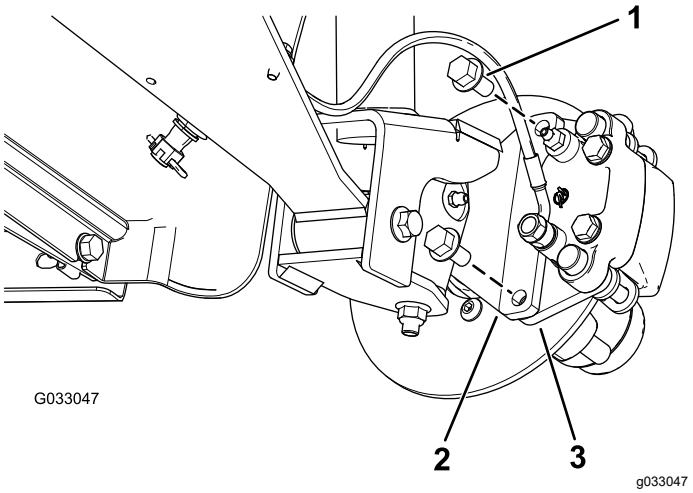
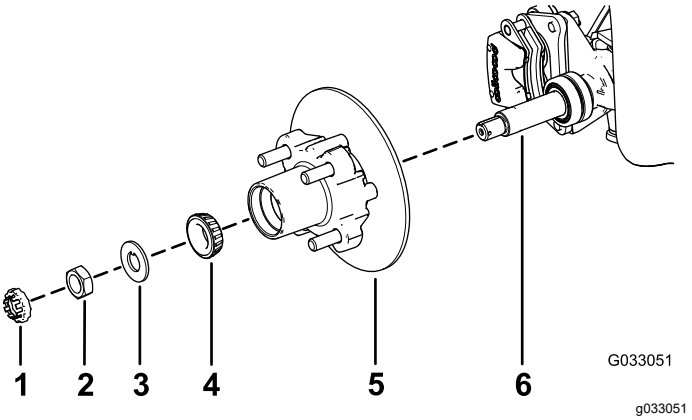

Figur 29
Figur 33
3. Ta bort de flänsskruvar (⅜ x ¾ tum) som håller fast fästet för bromsenheten vid spindeln, och separera bromsen från spindeln (Figur 29).
1. Stryk på ett tunt lager av det angivna fettet på spindeln (Figur 33).
2. Montera navet och rotorn på spindeln med rotorn inåt (Figur 33).
3. Montera det yttre lagret på spindeln och placera lagret på den yttre banan (Figur 33).
4. Montera säkringsbrickan på spindeln (Figur 33).
5. Gänga på spindelmuttern på spindeln och dra åt muttern till 15 Nm samtidigt som du roterar navet för att ställa in lagren (Figur 33).
2. Rikta in bromsklossarna på vardera sidan om rotorn (Figur 29) och hålen i bromsokets fäste med hålen i bromsfästet på spindelramen (Figur 33).
3. Fäst bromsokets fäste på spindelramen (Figur 29) med de två flänsskruvarna (⅜ x ¾ tum).